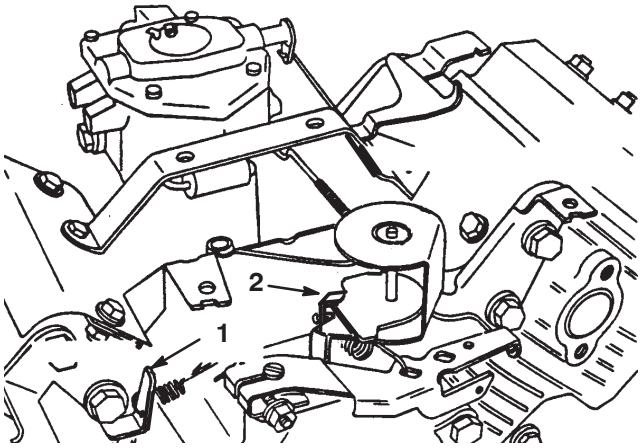

Figure 38
3. Bend the governed idle spring anchor tang (Fig. 38) to attain an idle speed of 1625±50 rpm. Check the speed with a tachometer.
5. Move the throttle control to the Fast position. Bend the high speed spring anchor tang (Fig. 38) to attain a high speed of 2850±50 rpm.